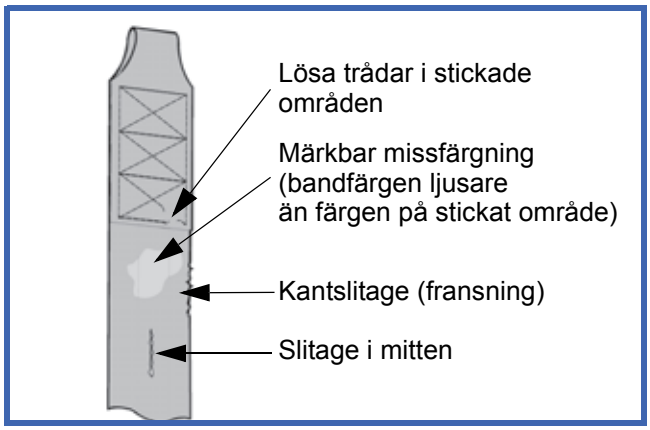

Fig. 53
2) Titta efter tecken på slitage eller missfärgning. (se Fig. 53).